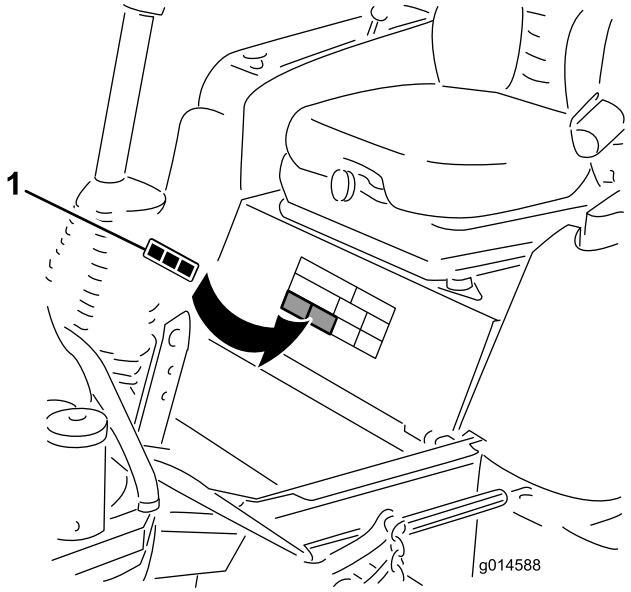

Bild 9
1. Reinigen Sie die Fläche gründlich, auf der Sie das Schild anbringen (Bild 9).